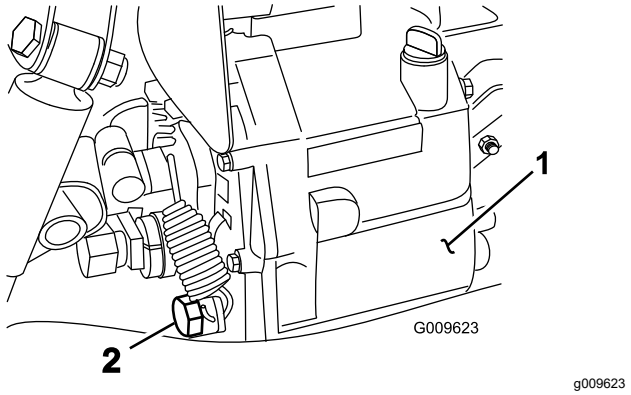

Figura 63
4. Retire el tapón de vaciado del lado del depósito y deje que se drene el fluido hidráulico en el recipiente (Figura 63).